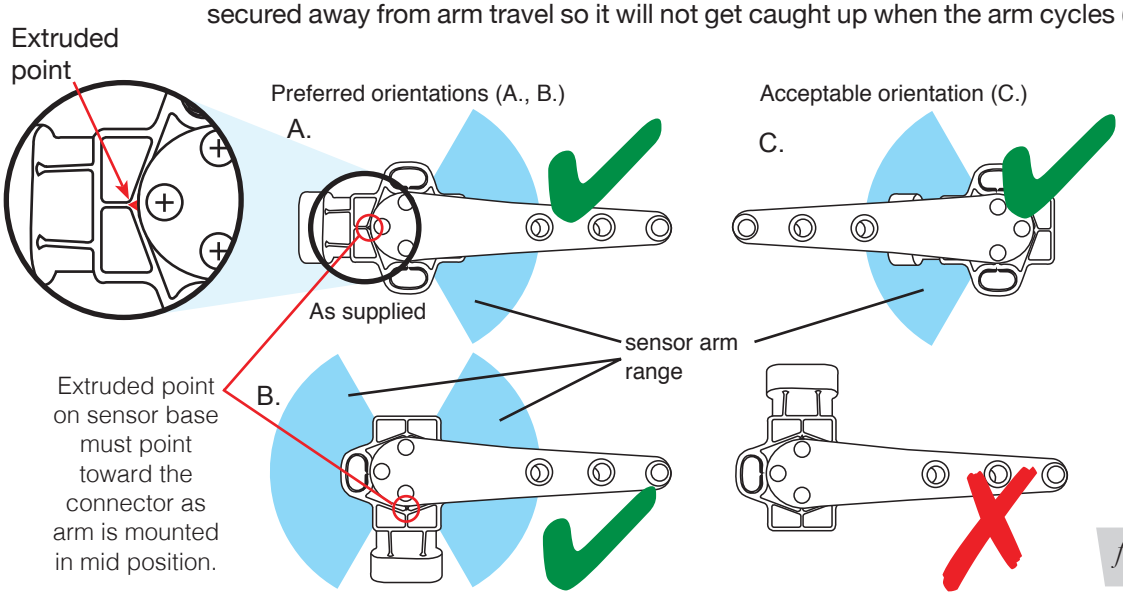

*fig. 16*
2. The sensor can be mounted in any direction and will still work as long as the sensor arm base's extruded point is pointing toward the connector when the sensor arm is at its mid-position. The height sensor assembly is supplied in position A. Remove the arm to reposition it to B or C but keep the extruded point in the direction of the connector. The orientation of the connector must be either facing down or parallel to the ground to avoid water accumulating on the connector and making its way into the sensor. Also mount the sensor where the arm will be mounted opposite or 90 degrees from the connector wiring if possible. If not possible, ensure the wiring harness is secured away from arm travel so it will not get caught up when the arm cycles (fig. 16).